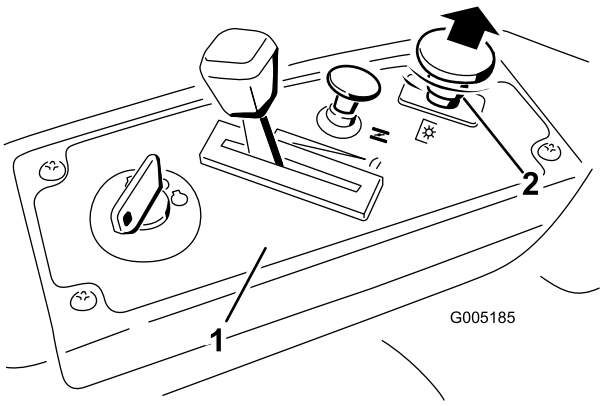

Figur 13
3. Dra upp knivreglaget och flytta det till det påslagna läget och koppla därefter in knivarna (Figur 13).